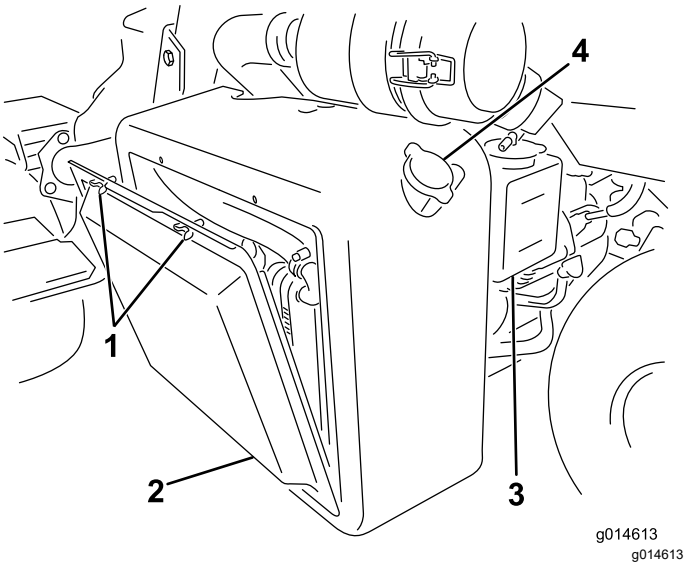

Figur 46
1. Ta bort kylargallret (Figur 46).
2. Kontrollera kylvätskenivån (Figur 46 och Figur 47).